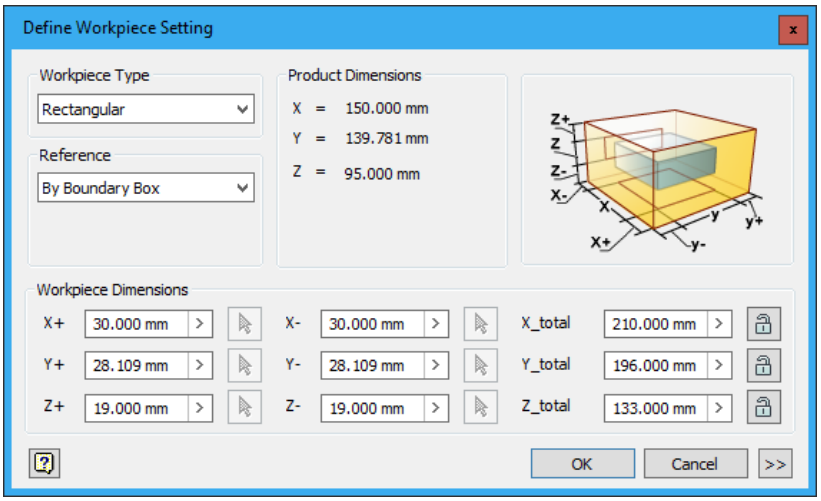

Figure 19-71 *The* ***Define Workpiece Setting*** *dialog box*
d. Specify process settings and create workpiece, refer to Figures 19-71 and 19-73.
1. Choose the **Define Workpiece Setting** tool from the **Parting Design** panel in the **Core/Cavity** tab of the **Ribbon**; the **Define Workpiece Setting** dialog box is displayed, as shown in Figure 19-71.